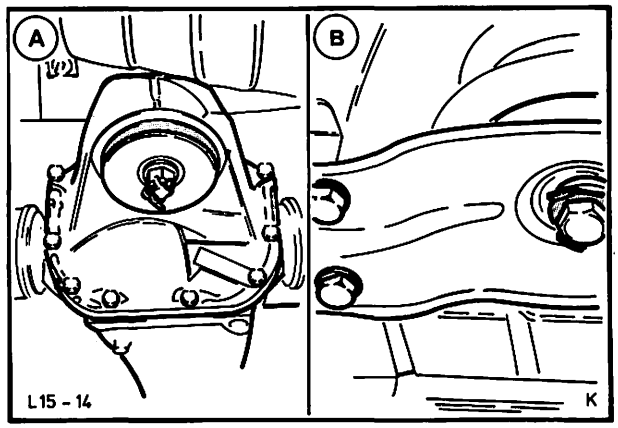

Abb. 40 A = Bolzen – Achsaufhängung hinten sichern
Hinterachse mit Querträger anheben und zu den Aufnahmebohrungen in der Bodengruppe ausrichten. Hinterachs-Querträger mit Führungsplatten an die Bodengruppe montieren. Bolzen – Gummilager mit vorgeschriebenem Drehmoment festziehen und sichern. Schrauben der Führungsplatten festdrehen. Abb. 40.
11. Bolzen-Achsaufhängung hinten einsetzen, Mutter aufschrauben und versplinten. Abb. 40. Wagenheber entfernen.